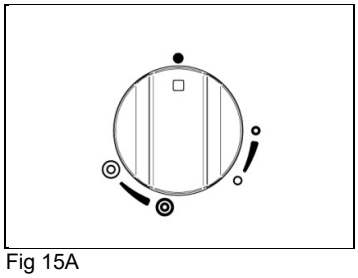

Fig 15A
- Om de binnenste branderring ontsteken draai en druk de knop tegen de wijzers van de klok in (Fig.15A-15B) tot de indicatie van de kleine ring.